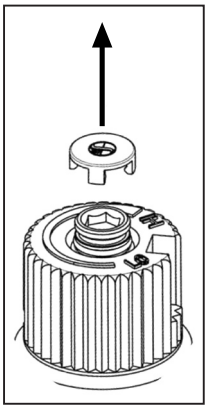

Figure 14: Removing valve cap.
h) Re-attach the black protection cap that was removed in step a (Figure 14).
b) Remove the black protection cap from the HI/LO knob by hand shown in Figure 14.